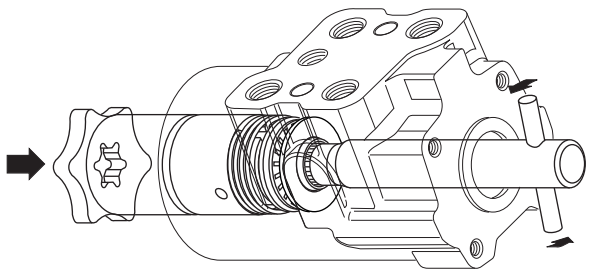

Fig. 16 - Compressing Centering Spring
8. Using a cloth to protect the hand, place gerotor gear (19) over end of drive shaft (6). Insert special tool through valve housing (7) and engage with splined end of spool (16) and sleeve (8) assembly. Twist tool to compress centering spring (11) radially CW or CCW. Refer to Fig. 16.